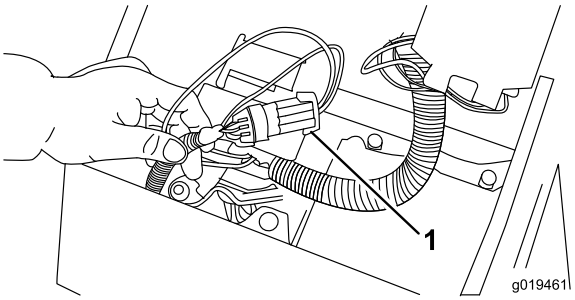

Bild 38
2. Öffnen Sie die Armaturenbrettabdeckung. Ermitteln Sie den Kabelbaum und den Rückführungsstecker. Ziehen Sie den Rückführungsstecker vorsichtig vom Kabelbaumanschluss ab (Bild 38).